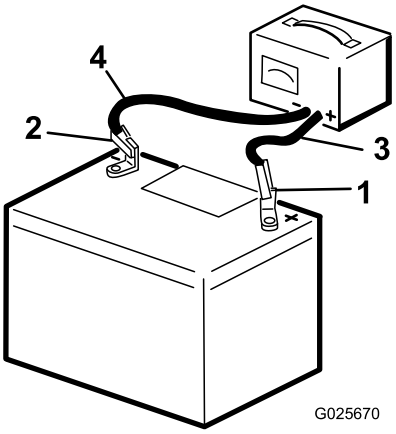

Figure 26
1. Chargez la batterie pendant 10 à 15 minutes entre 25 et 30 A, ou pendant 30 minutes entre 4 et 6 A (Figure 26).
2. Quand la batterie est chargée au maximum, débranchez le chargeur de la prise, puis débranchez les fils du chargeur des bornes de la batterie (Figure 26).